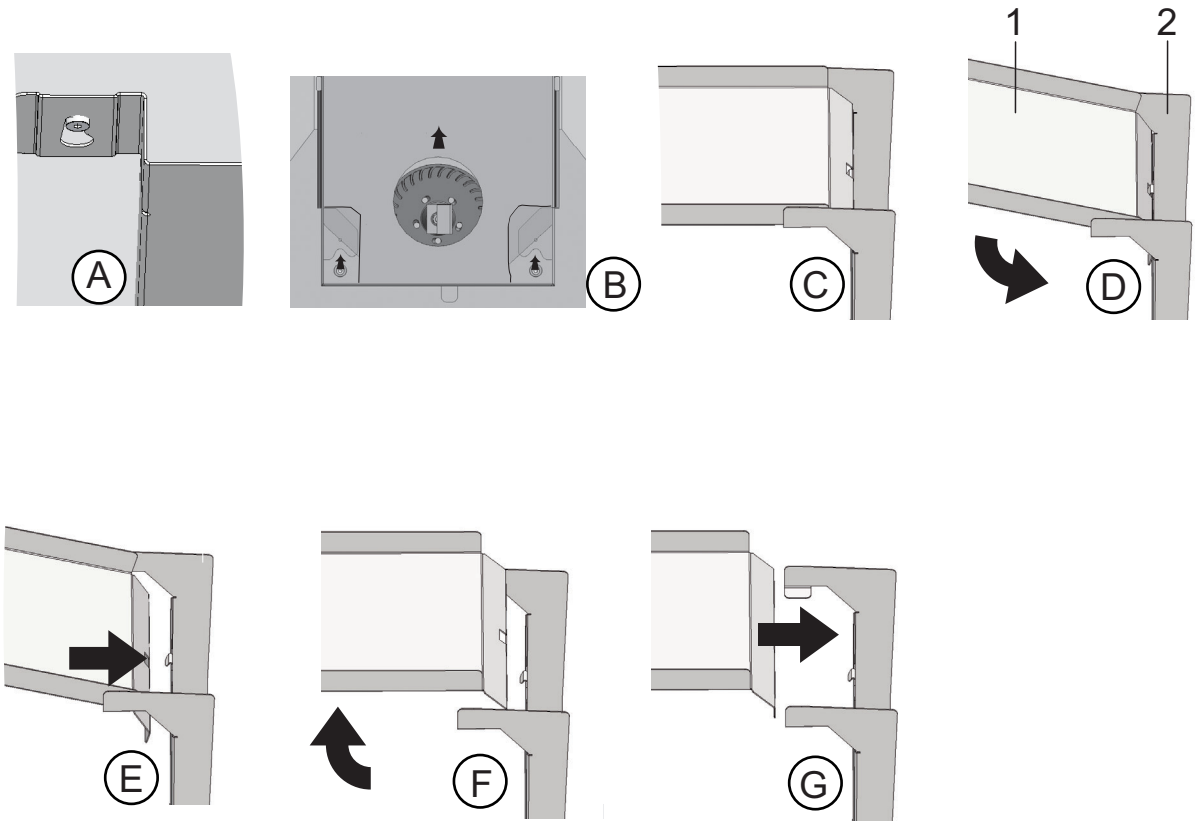

图 8-3. 空气引导
3. 将空气导引的上部 (1/ 图 8-3) 向设备前面拉，当工作腔顶部的定位销可以和前面接片中的锁眼松开时，将其向下拉出。
4. 将上部从空气导引的后部 (2/ 图 8-3) 松开后将其从工作腔取出。
5. 将空气导引的后部 (2/ 图 8-3) 从后壁取下，将其从工作腔取出。
6. 取出预滤器 (1/ 图 8-3)。